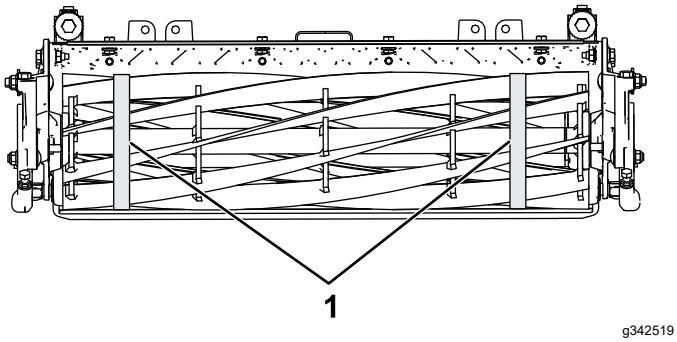

图 41
3. 用直径卷尺测量滚刀两端的外径图 41 两端之间的外径差应小于 0.250mm。如果差异较大请进行研磨以修正差异。